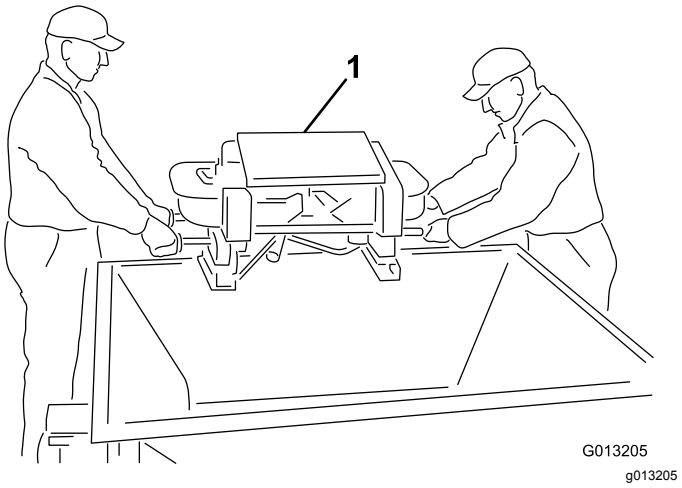

Rysunek 5
4. Unieś podwójny rozrzutnik z kosza samowyładowczego za pomocą uchwytów zewnętrznych podwójnego rozrzutnika i odstaw go na ziemię (Rysunek 5).